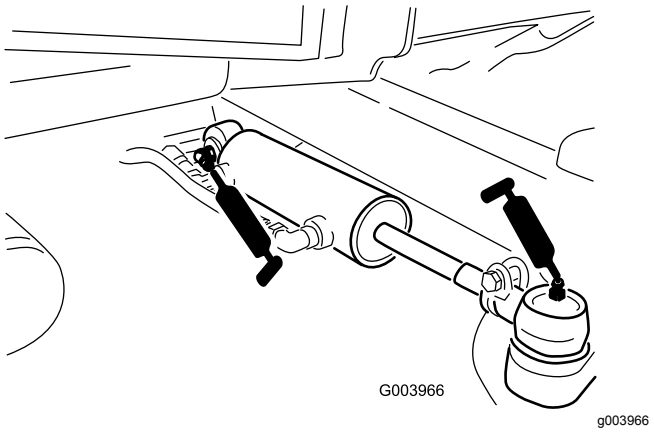

Figuur 78
- Kogelverbindingen van stuurcilinder (2) (Figuur 78)